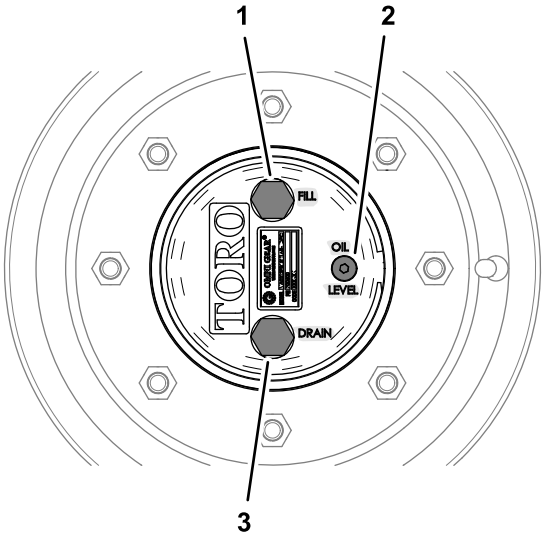

図 96
1. 水平な床面で、補給プラグが最高位置時計の 12 時の位置、点検プラグが 12 時、ドレンプラグが最低位置 6 時の位置にくるように駐車する図 96。
1. 水平な床面で、補給プラグが最高位置時計の 12 時の位置、点検プラグが 12 時、ドレンプラグが最低位置 6 時の位置にくるように駐車する図 96 プラネタリギアオイルの点検 (ページ 65)を参照。